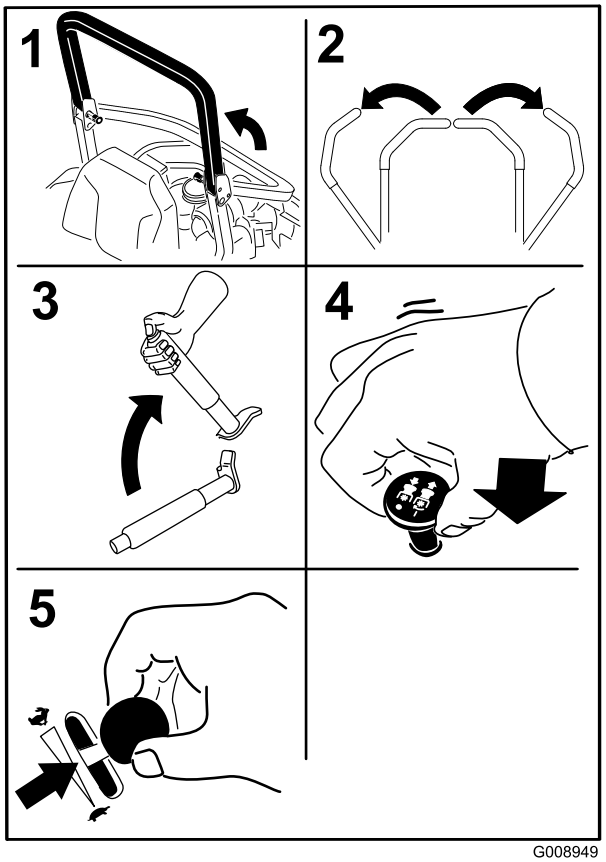

Figur 18
4. Flyt kontakten til regulering af skæreknivene (kraftudtag) til positionen Off (fra) (Figur 18).